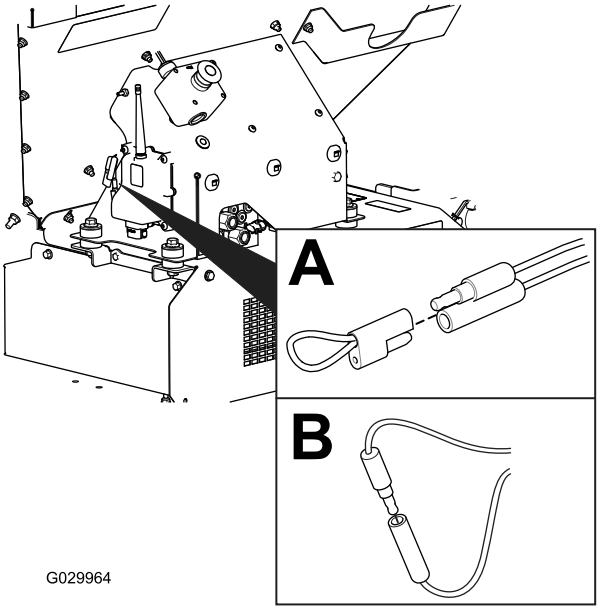

Figuur 59
2. Trek de bevestigde dop van de twee diagnostische parallelaansluitingen (Figuur 59, A).
3. Sluit de diagnostische parellelaansluitingen op elkaar aan (Figuur 59, B).
2. Koppel de diagnostische parallelaansluitingen los (Figuur 59, B).
3. Duw de bevestigde dop op de twee diagnostische parallelaansluitingen (Figuur 59, A).